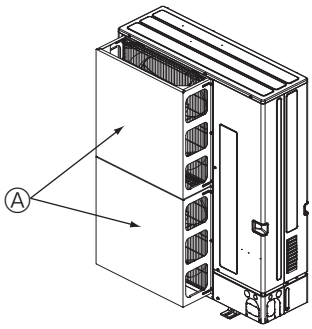

Fig. 2-3
② Install an optional air guide if the unit is installed in a location where strong winds from a typhoon, etc. may directly enter the air outlet. (Fig. 2-3)